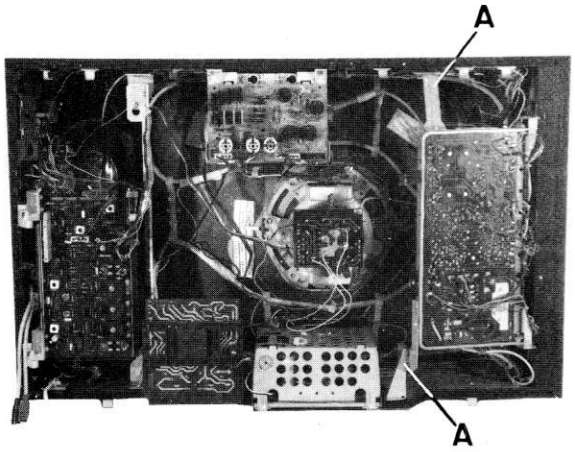

Fig : 5
Bloc bases de temps - fig. 5, 6 et 7
- Dégager les 2 verrous A. puis faire pivoter le bloc vers la droite - fig. 5